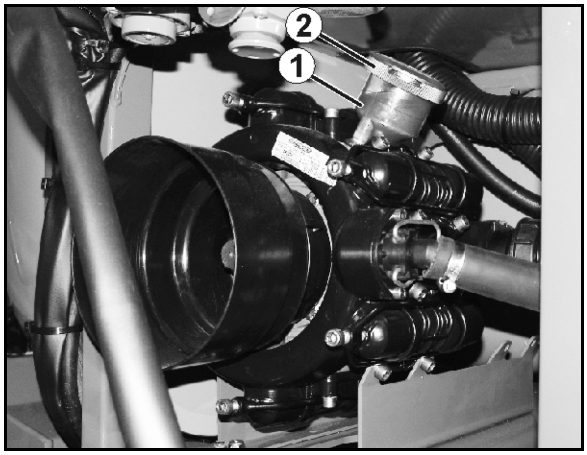

Rys. 159
- Nienaganny stan membrany tłoka (Rys. 159/8) należy sprawdzać co najmniej raz w roku poprzez jej demontaż.
- Przed wymontowaniem odpowiedniej grupy zaworów (Rys. 159/5) zwrócić uwagę na pozycje montażowe zaworów strony ssącej i ciśnieniowej.
- Także wtedy, gdy jedna z membran tłoków jest zgnieciona, pęknięta lub sparciała, należy wymienić wszystkie membrany tłoków (Rys. 159/8).
2. Zluzować śruby (Rys. 159/1) i zdjąć kabłąki napinające (Rys. 159/2).
3. Kanał ssący i kanał ciśnieniowy (Rys. 159/3, Rys. 159/4) zdjąć razem z grupami zaworów (Rys. 159/5) .
4. Po usunięciu śrub (Rys. 159/6) zdjąć głowicę cylindra (Rys. 159/7).
5. Sprawdzić membranę tłoka (Rys. 159/8).
- Membranę tłoka (Rys. 159/8) zamocować podkładką trzymającą i śrubą (Rys. 159/11) na tłoku (Rys. 159/9) w ten sposób, aby krawędź wskazywała w stronę głowicy cylindra (Rys. 159/7).
- Nakrętki (Rys. 159/1,2) bezwarunkowo dociągać na krzyż i z podanym momentem dociągania. Nieumiejętne dociąganie śrub prowadzi do naprężeń i tym samym do nieszczelności.
1. Odkręcić śrubę (Rys. 159/11) i zdjąć membranę tłoka (Rys. 159/8) razem z podkładką trzymającą z tłoka (Rys. 159/9).
3. Wyjąć cylinder z obudowy pompy (Rys. 159/10).
6. Ponownie osadzić cylinder (Rys. 159/10) w obudowie pompy.
7. Zamontować membranę tłoka (Rys. 159/8).
8. Głowicę cylindra (Rys. 159/7) przyłożyć do obudowy pompy i równomiernie, na krzyż dociągnąć śrubami (Rys. 159/6).
9. Po sprawdzeniu i oczyszczeniu zamontować grupy zaworów (Rys. 159/5).
11. Do obudowy pompy przyłożyć kanał ssący (Rys. 159/3) i kanał ciśnieniowy (Rys. 159/4).
12. Nakrętki (Rys. 159/1,2) dociągnąć na krzyż z momentem dociągania **11 Nm**.